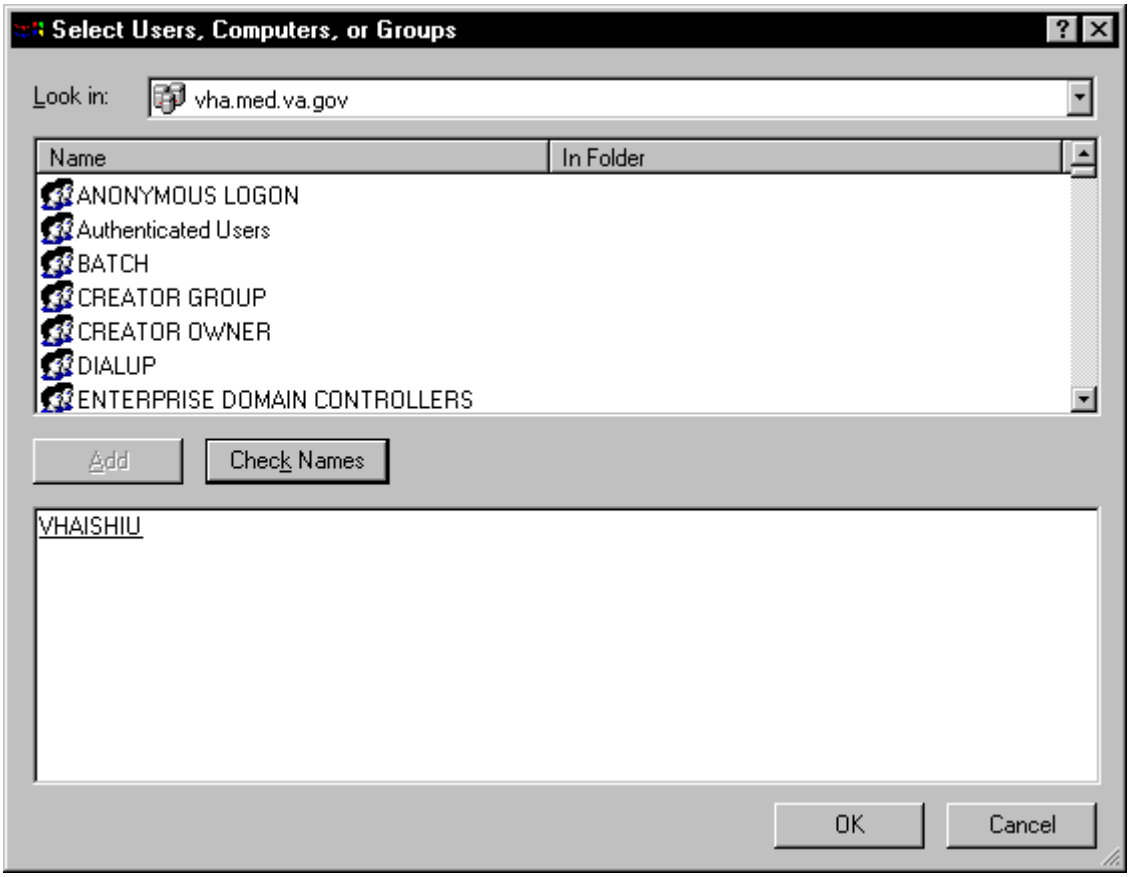

**Figure 12-4**
7. Enter the name of the VistA Imaging (VHAISHIU) User (IU) into the bottom window and click **Check Names**. A line is displayed under the name if it is valid. Click **OK** to add the user (Figure 12-4). The Select Users, Computers, or Groups window closes and VHAISHIU is displayed in the Permissions dialog box.